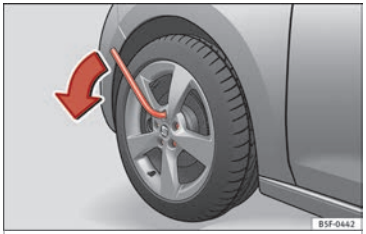

Fig. 73 Rueda: aflojar los tornillos de rueda.
- Gire el tornillo de rueda aproximadamente una vuelta hacia la izquierda ››› fig. 73 (flecha). Para poder aplicar el par necesario, agarre la llave de rueda por el extremo. Si no se afloja un tornillo, presione con precaución con el pie sobre el extremo de la llave de rueda. Apóyese en el vehículo y procure no perder el equilibrio.